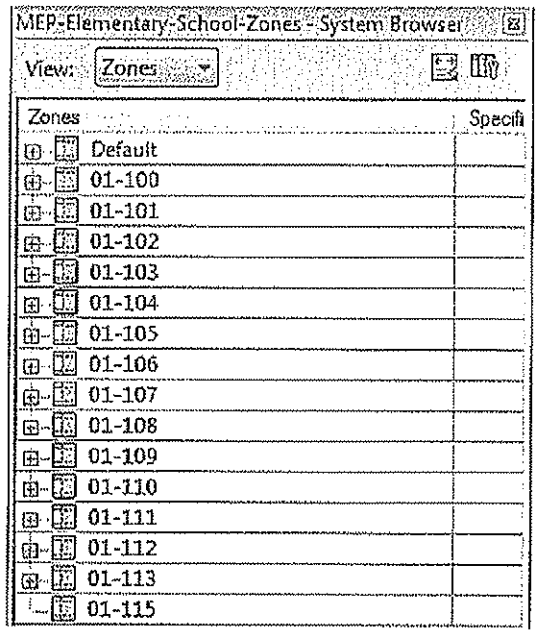

Figure 6–79
2. In the System Browser, set the view so it displays **Zones**. It should display as shown in Figure 6–79.